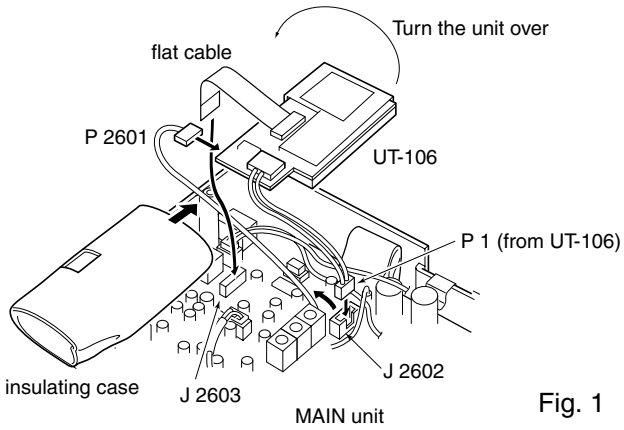
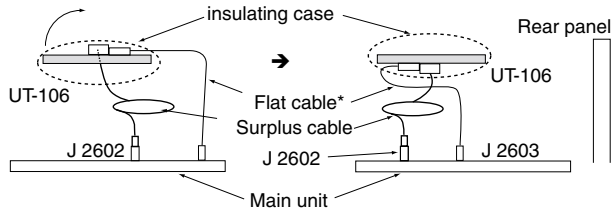

Fig. 1
Fig. 2
① Remove the bottom cover.
② Slide the insulating case onto the UT-106 as shown right. (Fig. 1)
③ Remove the connection cable (P2601) from J2602 on the MAIN unit. Connect the cable into J1 on the UT-106.
④ Plug the connection cable (P1) from the UT-106 to J2602 on the MAIN unit.
⑤ Plug the flat cable into J3 on the UT-106 and to J2603 on the MAIN unit.
⑥ Turn the UT-106 unit over. (Fig. 2)
⑦ Put the UT-106 on the MAIN unit.
⑧ Return the bottom cover to its original position.